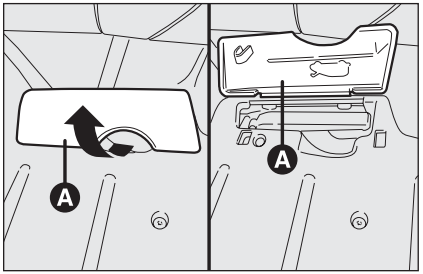

fig. 104 F0P0096m
– raise the lever protection cover **A-fig. 104** set aside the driver's seat;